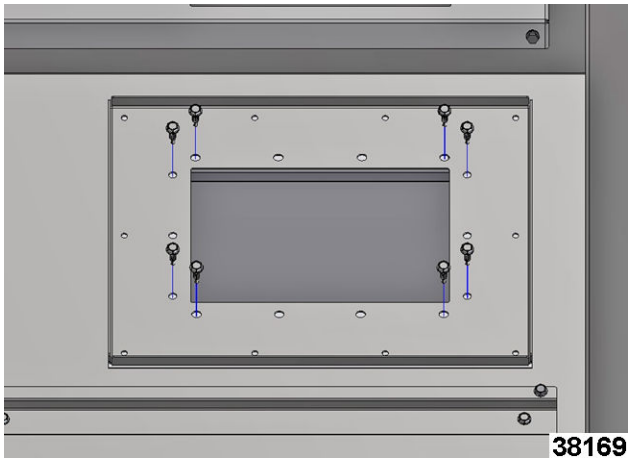

Fig. 93
14. Connect over pressure vent mounting plate to over pressure duct only at corners of plate opening (Fig. 93) with 8 drill tip screws.